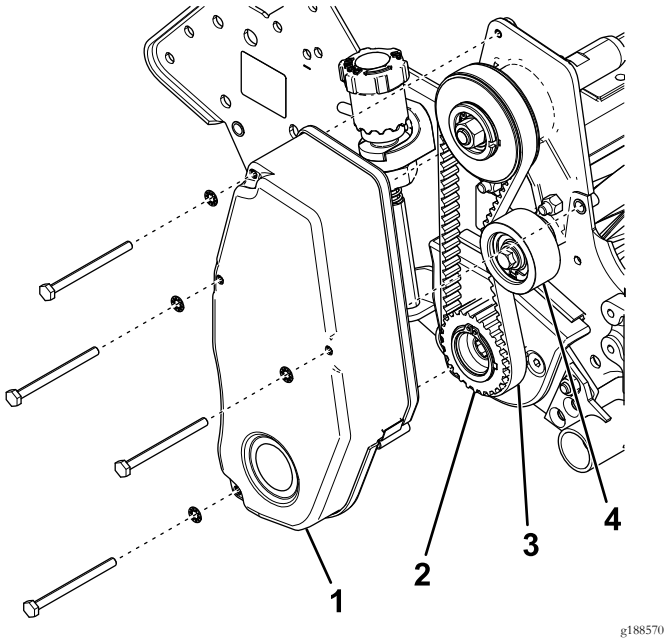

Figuur 12
4. Monteer de aandrijfpoelie op de as van de messenkooi (Figuur 12).
7. Monteer de riemkap van de messenkooiaandrijving op de zijplaat (Figuur 12).